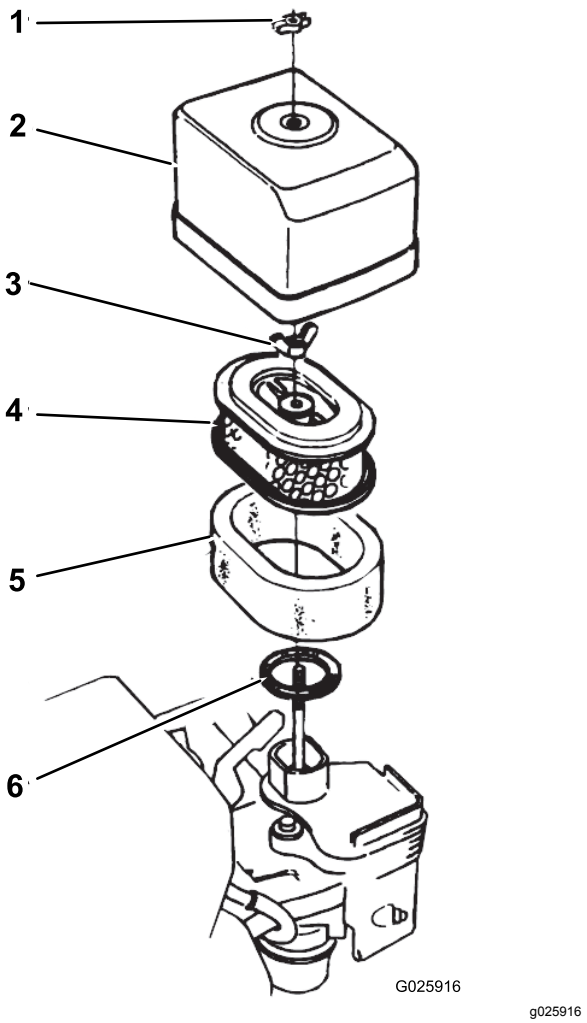

Figura 30
2. Retire a porca de orelhas que fixa a cobertura do filtro de ar e retire a cobertura (Figura 30).
5. Monte a cobertura do filtro de ar no filtro com a porca de orelhas (Figura 30).
1. Retire a porca de orelhas que fixa a cobertura do filtro de ar e retire a cobertura (Figura 30).
2. Retire a porca do filtro de ar e retire o filtro (Figura 30).
3. Retire o elemento de esponja do filtro de ar do elemento de papel (Figura 30).
1. Monte o elemento de esponja do filtro de ar no elemento de papel (Figura 30).
2. Inspecione a junta para detetar desgaste e danos (Figura 30).
3. Certifique-se de que a junta está posicionada na entrada de ar para o carburador (Figura 30).
4. Monte os elementos do filtro de ar no carburador com a porca de orelhas (Figura 30).
5. Monte a cobertura do filtro de ar no carburador com a outra porca de orelhas (Figura 30).